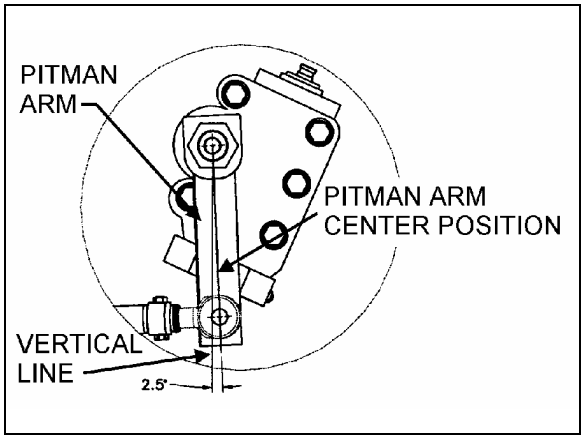

FIGURE 7: PITMAN ARM ALIGNMENT 14037
1. The pitman arm should be adjusted with reference mark aligned or to an angle of 2.5° in relation with the vertical axis (Fig. 7).
2. Install fixing nut. Tighten nut to 405-445 lbf•ft (550-605 N•m) (Fig. 7).